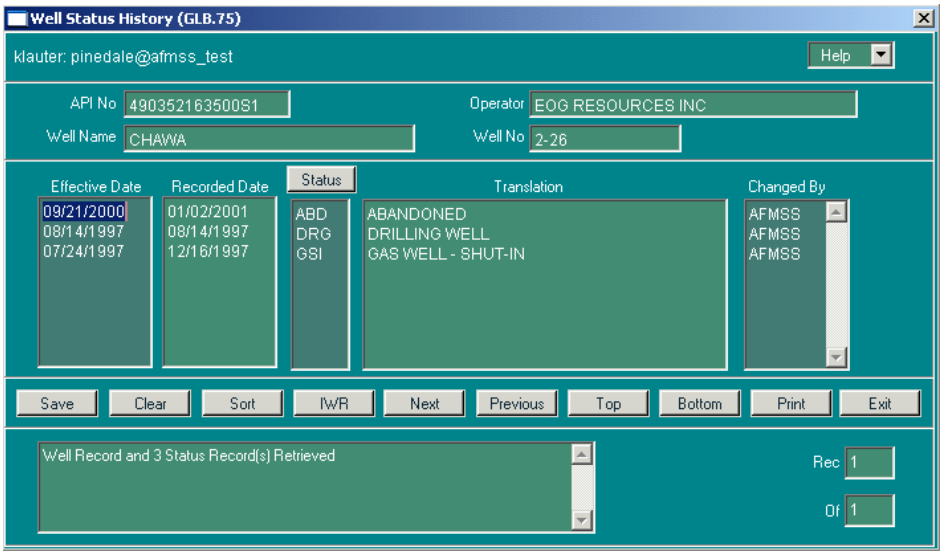

Figure 3-44: Well Status History (GLB.75) Window
6. Click the **History** button next to the (**Well**) **Status Eff Date** field to launch the *Well Status History (GLB.75)* to review the well's status history (Figure 3-44). Click **Exit**.